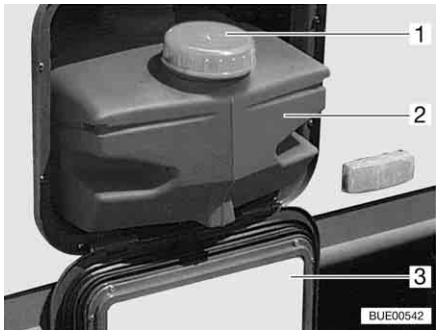

Fig. 153 Water tank 22 l
When transporting the water tank, close it with the cap (Fig. 153,1).
- Open service flap (Fig. 153,3) (see chapter 6).
- Pull out the water tank (Fig. 153,2).
- Pull out the water tank (Fig. 153,2) and empty it.